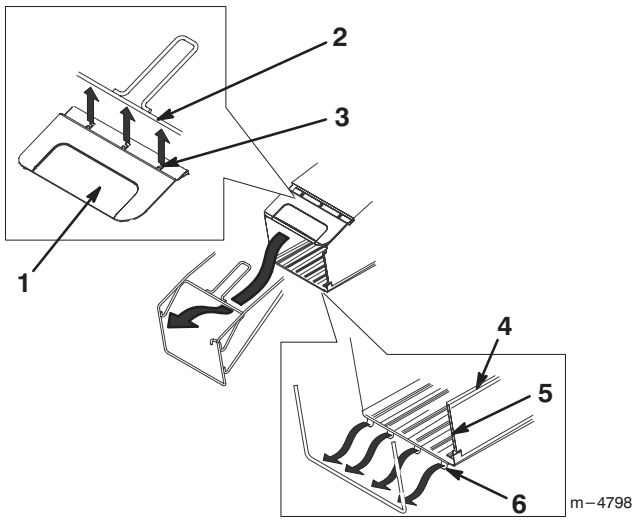

Abbildung 6
3. Die obere Rahmenstange wie in Abbildung 6 gezeigt in den drei Schnappverschlüssen an der Korbabdeckung einschnappen lassen.
4. Die zwei seitlichen Kanäle und die zwei oberen Kanäle des Graskorbs wie in Abbildung 6 gezeigt auf den Graskorbrahmen stecken.
5. Die untere Rahmenstange wie in Abbildung 6 gezeigt in den vier Schnappverschlüssen an der Korbbasis einschnappen lassen.